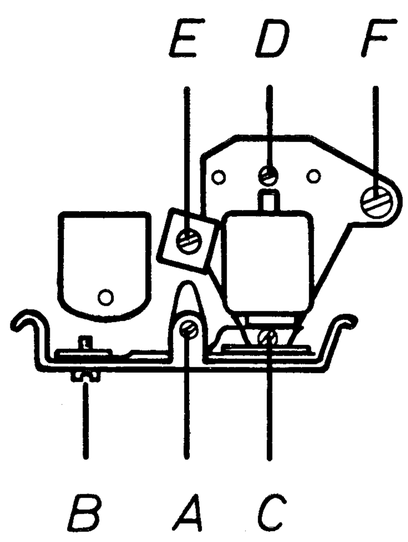

Fig. 16
The inner tape guide (see Fig. 16) can be adjusted by turning the set screw (A). If necessary it should be adjusted so that the moving tape does not touch the limiting stops of the inner tape guide.
11. Sound Head (see Fig. 16)